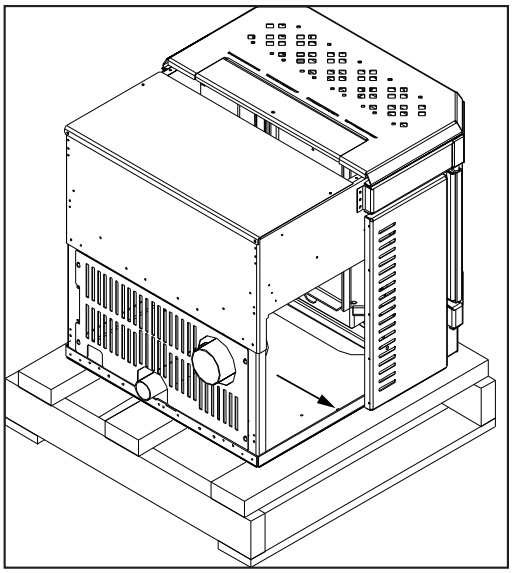

Figure 11: Screws to take out to remove insert unit from pallet.
INSERT: To remove your new insert stove from its pallet, remove the two (2) wood screws just inside the unit (see Figure 11). Remove the unit form the pallet and install the pedestal (refer to "Installation Of Pedestal - Insert")